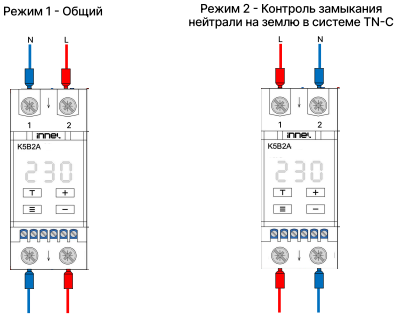

Рис. 3 Режимы работы
Устройство K5B2A поддерживает два режима работы, определяемые схемой подключения силовых цепей. Выбор режима осуществляется путем изменения порядка подключения фазного (L) и нулевого (N) проводников к входным клеммам устройства (рис. 3). При изменении режима работы основной функционал реле напряжения не меняется.